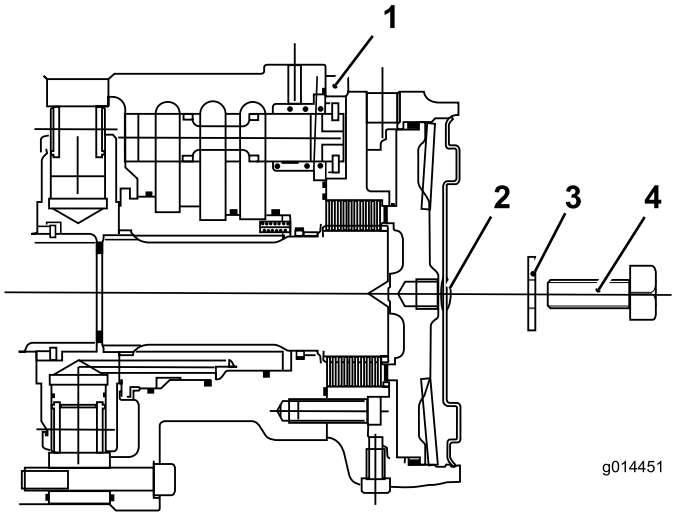

Figuur 62
C. Plaats de zeskantige plug in de zijkant van de motor (Figuur 62).